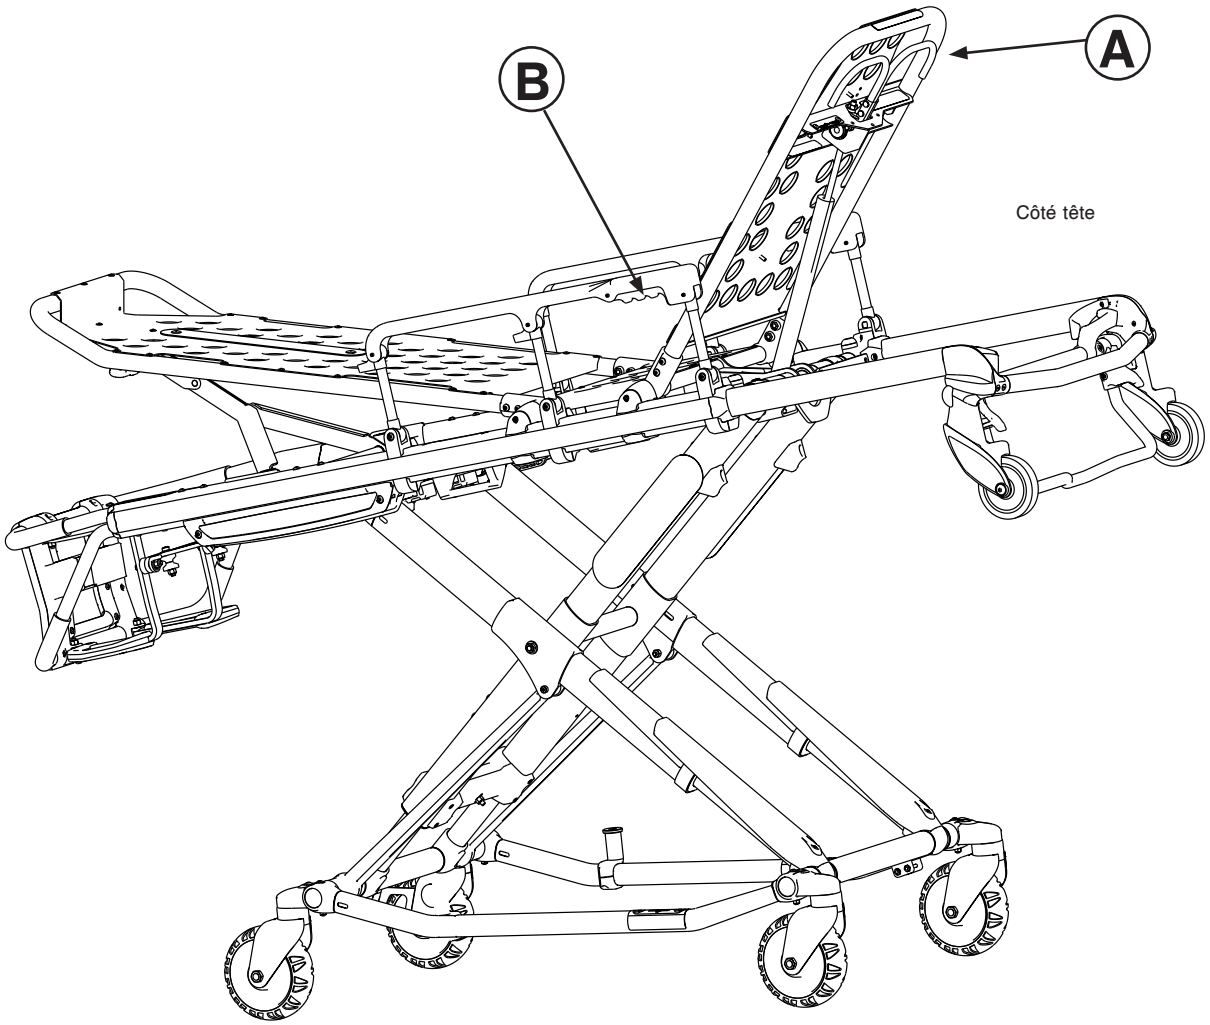

Figure 29
Pour lever le relève-buste, comme le montre la Figure 29, serrer la poignée (A) pour lever le relève-buste dans la position souhaitée grâce à une assistance pneumatique.
Pour élever les ridelles, comme le montre la Figure 29, soulever la ridelle jusqu’à ce qu’un déclic du loquet indique que la ridelle est en place.